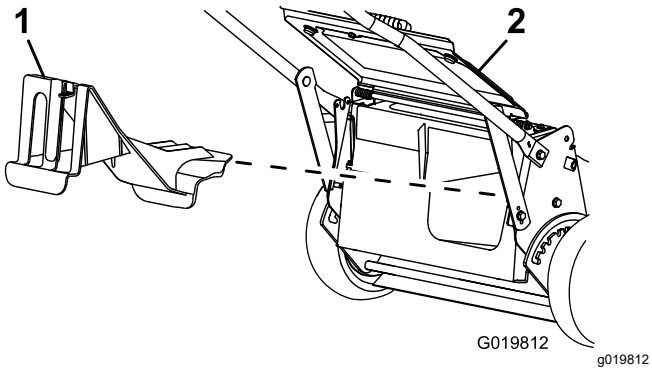

Figure 20
- Si l'obturateur d'éjection arrière n'est pas installé, saisissez-le par la poignée, relevez le déflecteur arrière et insérez-le dans la goulotte d'éjection arrière jusqu'à ce que le dispositif de verrouillage s'enclenche; voir Figure 20.